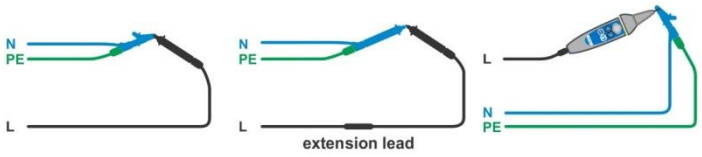

Figure 7.25: Shorted test leads
- Connect test cable to the instrument and short the test leads together, see ***Figure 7.25***.